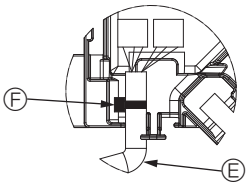

Fig. 10-10
- **Placez le ruban de protection du moteur d'ailette du panneau dans la boîte de raccordement, comme indiqué sur le schéma. (Fig. 10-10)**